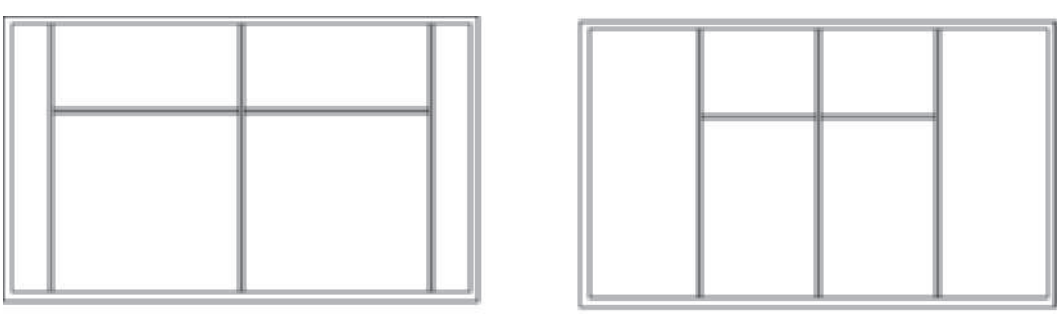
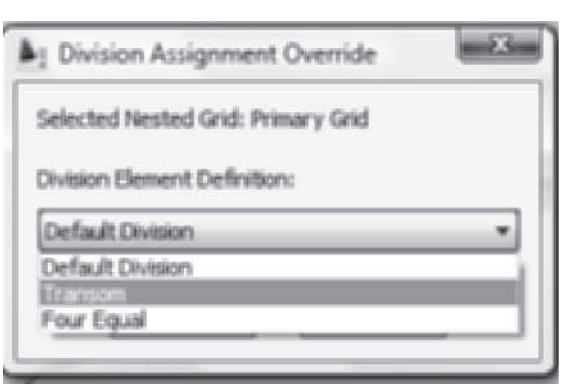

FIGURE 6.24 *Overriding a door/window assembly division definition*
FIGURE 6.25 *Editing the division of the door/window assembly*
This allows you to change how the unit is divided without editing the style definition. In Figure 6.24 the door/window assembly on the left was edited to create four equal divisions. The division definition must exist in the style prior to selecting the Override Assignment. The division definitions are included in the drop-down list shown in Figure 6.25.
3. Select a division definition from the drop-down list of the **Division Assignment Override** dialog box as shown in Figure 6.25. The Four Equal division element definition was previously defined in the style.
4. Click **OK** to dismiss the **Division Assignment Override** dialog box. Divisions of the unit are changed to four equal divisions as shown in Figure 6.24.